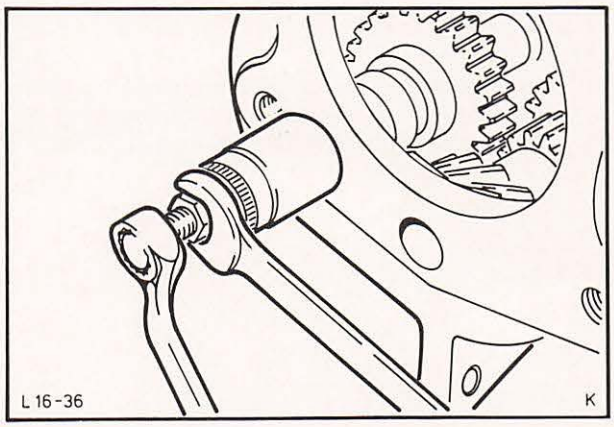

Abb. 49 Zwischenrad – Rückwärtsgang ausbauen
16. Zwischenradwelle – Rückwärtsgang ausbauen. Eine Schraube M 8×60 mm ($^5/_{16}$"×24G) mit montierter Mutter, Scheibe und Stecknuß in die Zwischenradwelle einschrauben. Durch Anziehen der Mutter Welle herausziehen, Abb. 49.